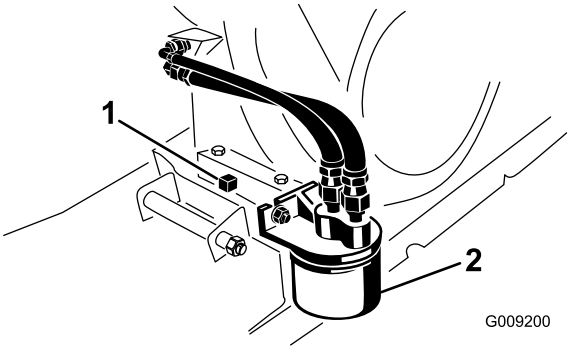

Figur 41
5. Sätt ett kärl som rymmer 1,8 liter eller mer under avtappningspluggen (Figur 41).
6. Ta bort avtappningspluggen och förslutningen (Figur 41).
2. Avlägsna det befintliga oljefiltret (Figur 41).
4. Skruva fast det nya filtret på filteradaptern tills packningen vidrör fästplattan och dra sedan åt filtret ytterligare ett halvt till tre fjärdedels varv (Figur 41).